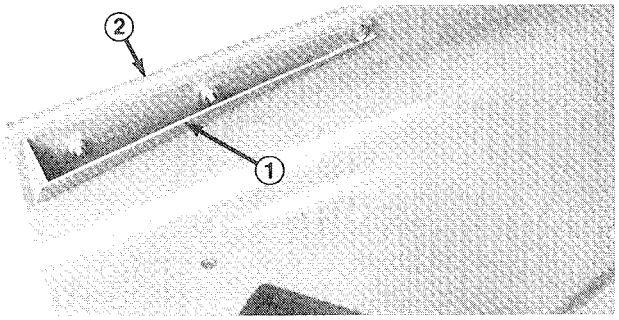

Figure 7
2. Mount end of front baffle to deck with a 5/16 – 18 x 7/8" lg. capscrew and locknut (Fig. 7)
3. Align baffle with edge of deck and use baffle as a template to mark and drill (2) remaining 3/8" dia. holes in deck (Fig. 7).
4. Secure baffle to deck with (2) 5/16–18 x 518" lg. capscrews and locknuts (Fig. 7).